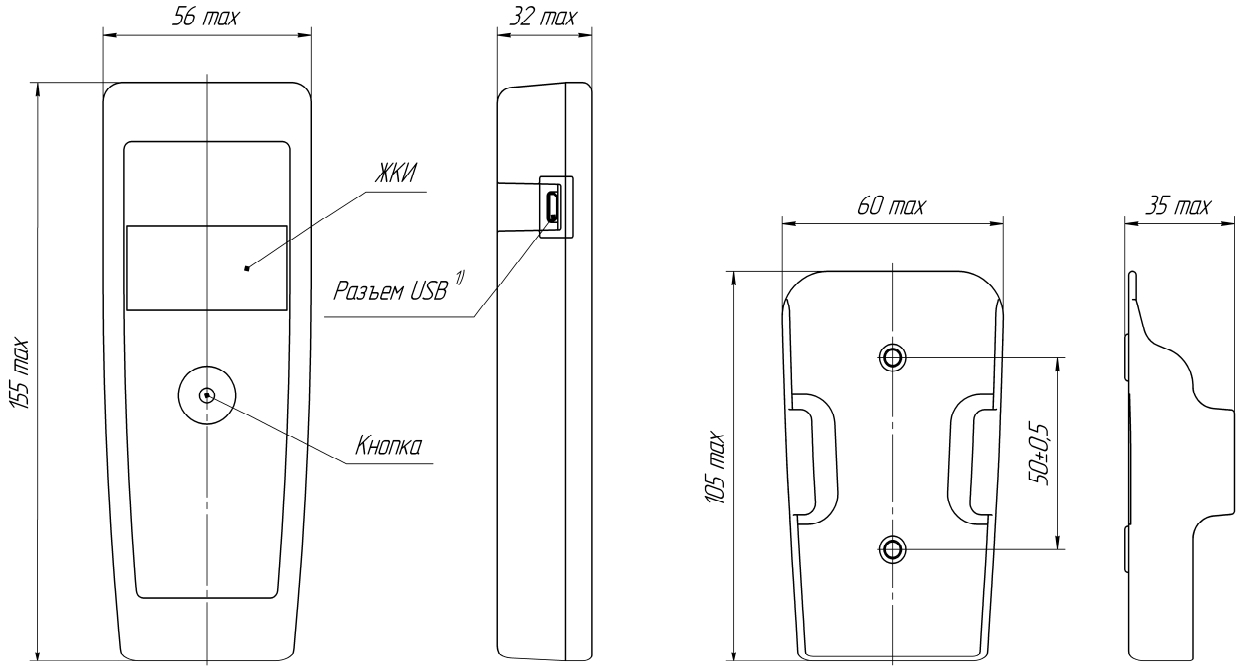

Рисунок 1 – Габаритные и установочные размеры ДД, футляра для ДД
Габаритные и установочные размеры, мм ..... см. рисунок 1
4.1 Для хранения ДД, выполненных в виде переносного пульта предусмотрен футляр, который следует закрепить на вертикальной стационарной поверхности при помощи 2 винтов или саморезов (см. рисунок 1).